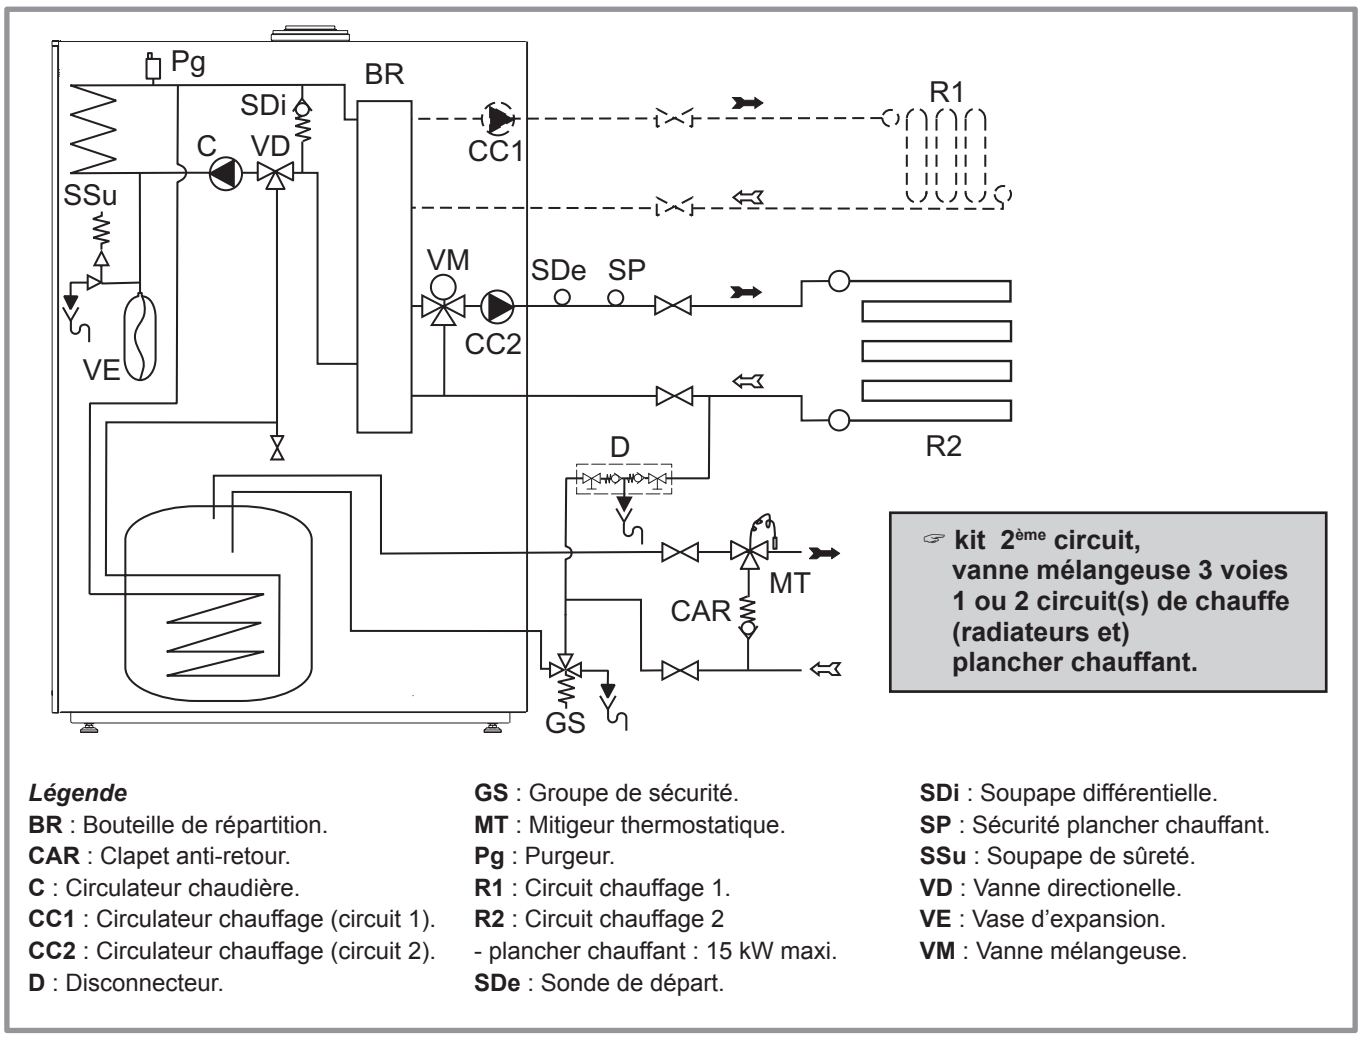

Figure 18 - Schéma hydraulique de principe, 1 ou 2 circuits (kit 2ème circuit)
- Se référer à la notice fournie avec le kit hydraulique 2ème circuit **Vanne 3 voies** (074 715) (voir Figure 18).